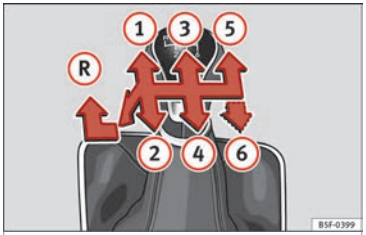

Fig. 44 Gear shift pattern of a 5 or 6-speed manual gearbox
The position of the gears is indicated on the gearbox lever ››› **Fig. 44**.
- With the gearbox lever in neutral, push it upwards, move it to the left as far as it will go and then forwards to select reverse ››› **Fig. 44** Ⓡ.